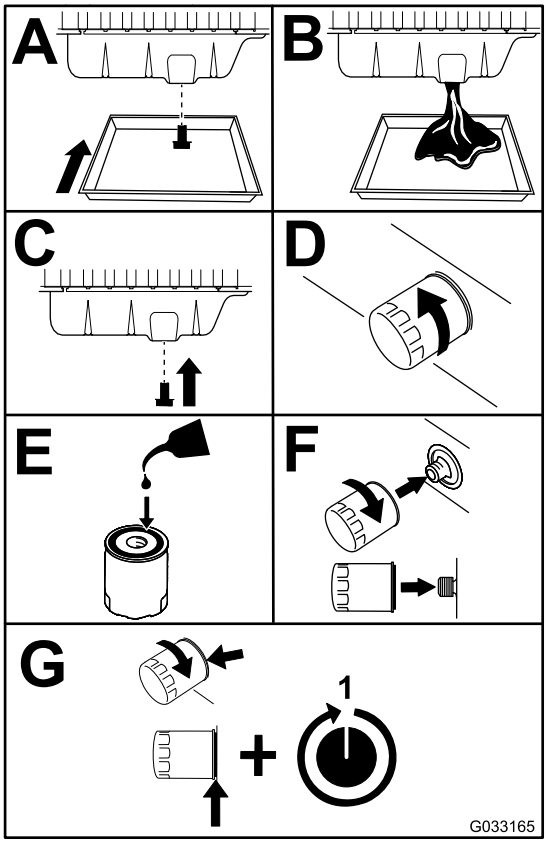

Figur 55
3. Skift af motorolien og oliefilteret (Figur 55).